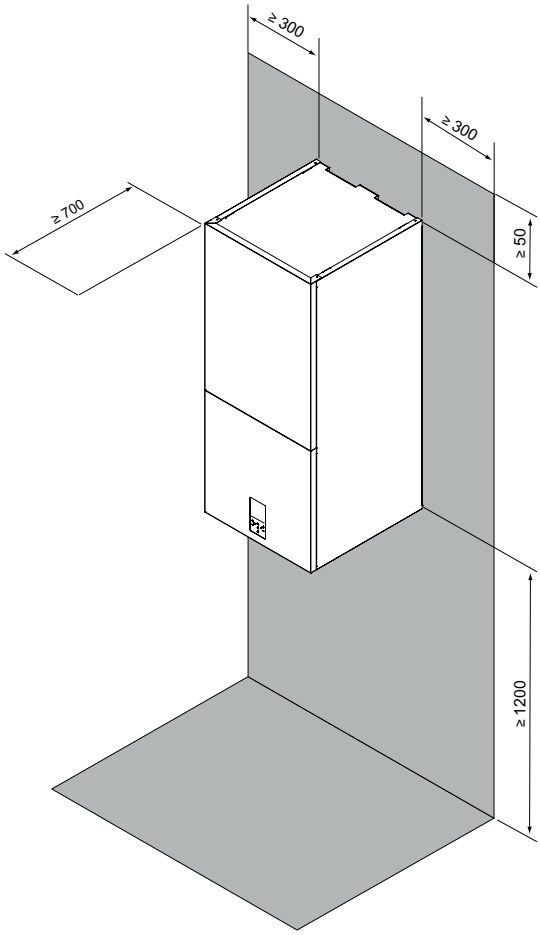

Abb. 9 - Mindestbetriebsbereich für die Inneneinheit
- Der Raum um die Einheit ist für die Wartung angemessen, siehe Abb. 9.